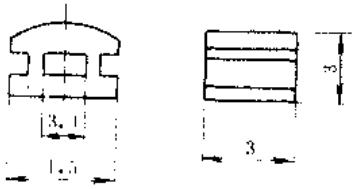

图 18-69　ZM1 型字码管外形尺寸
1. ZM1 型字码管(见图 18-69)采用热压打字，基色为黄色，字体为黑色，是专门为 LD2 和 LD4 型冷压端头配套的字码管。数字 0～9，每袋 1000 只，字母 A～Z，每袋 500 只，参考价 0.01 元/只。